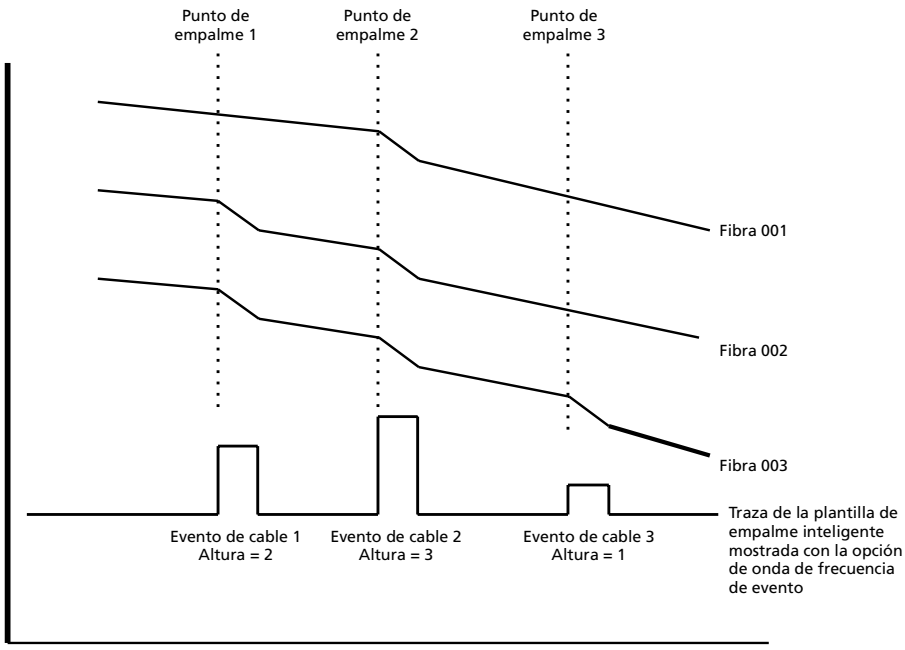

Figura 7-1: Traza de plantilla de empalme inteligente
La figura 7-1 es una representación gráfica de una plantilla de empalme inteligente generada a partir de las traza de tres (3) fibras en un cable que contiene tres (3) puntos de empalme. La traza representativa para la Fibra001 tiene un evento que se puede detectar en el punto 2 de empalme; la Fibra002 tiene eventos que se pueden detectar en los puntos 1 y 2 de empalme y la Fibra003 incluye eventos en los tres puntos de empalme. La plantilla de empalme resultante muestra tres eventos de cable. Note que la altura de cada uno es representativa de la frecuencia del número de trazas que tienen un evento que se puede detectar en dicha ubicación.